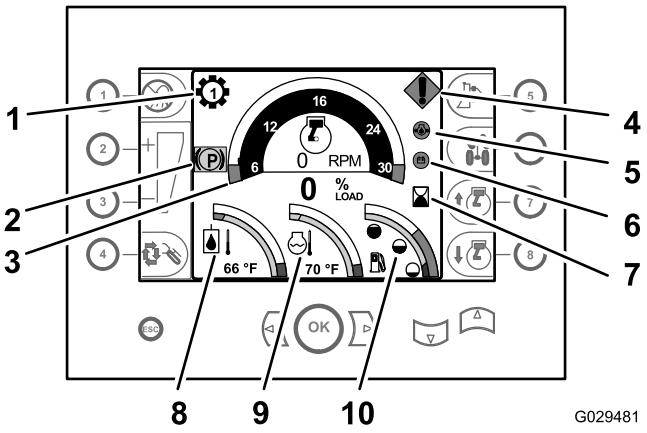
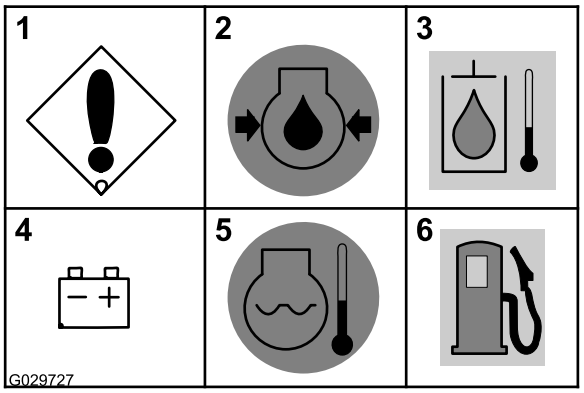

Рисунок 31
Рисунок 33
- **Индикатор включения передачи** – этот индикатор показывает, какая передача выбрана в трансмиссии (с 1 по 4), он отображается выше и левее тахометра (Рисунок 31).
- **Тахометр** – тахометр показывает скорость вращения двигателя в оборотах в минуту (об/мин). Тахометр отображается в верхней средней части дисплея центра управления (Рисунок 31).
- **Счетчик часов работы** – счетчик часов работы показывает общую наработку двигателя в часах. Он отображается в центре правой части дисплея управления, справа от тахометра (Рисунок 31).
- **Индикатор температуры гидравлической жидкости** – этот индикатор показывает рабочую температуру гидравлической жидкости и отображается в нижней левой части дисплея центра управления (Рисунок 31).
- **Индикатор температуры охлаждающей жидкости** – этот индикатор показывает температуру в системе охлаждающей жидкости двигателя. Он отображается в нижней средней части блока приборов (Рисунок 31).
- **Индикатор уровня топлива** – Этот индикатор показывает оставшийся уровень топлива в баке и отображается в нижней правой части дисплея центра управления (Рисунок 31).
- **Индикатор включения стояночного тормоза** – Этот индикатор загорается, когда затянут стояночный тормоз (Рисунок 31). Этот индикатор гаснет, когда вы отпускаете стояночный тормоз.
- **Ошибка машины или двигателя** – это сообщение появляется, если возникает нарушение в работе машины или двигателя. Причина неисправности показывается в разделе диагностики панели приборов (Рисунок 33).
- **Низкое давление масла в двигателе** – данное предупреждающее сообщение появляется, если давление масла в двигателе упало до 90 кПа или ниже (Рисунок 31 и Рисунок 33).
- **Высокая температура гидравлического масла** – данное сообщение мигает, если температура масла в гидравлической системе достигла 102 °C °или выше (Рисунок 33)
- **Проверьте генератор или аккумулятор** – это сообщение появляется, если напряжение генератора и аккумулятора упало до 12 Вольт или ниже (Рисунок 31 и Рисунок 33).
- **Перегрев двигателя** – данное сообщение мигает, если температура охлаждающей жидкости двигателя достигла 104 °C °или выше (Рисунок 31 и Рисунок 33).